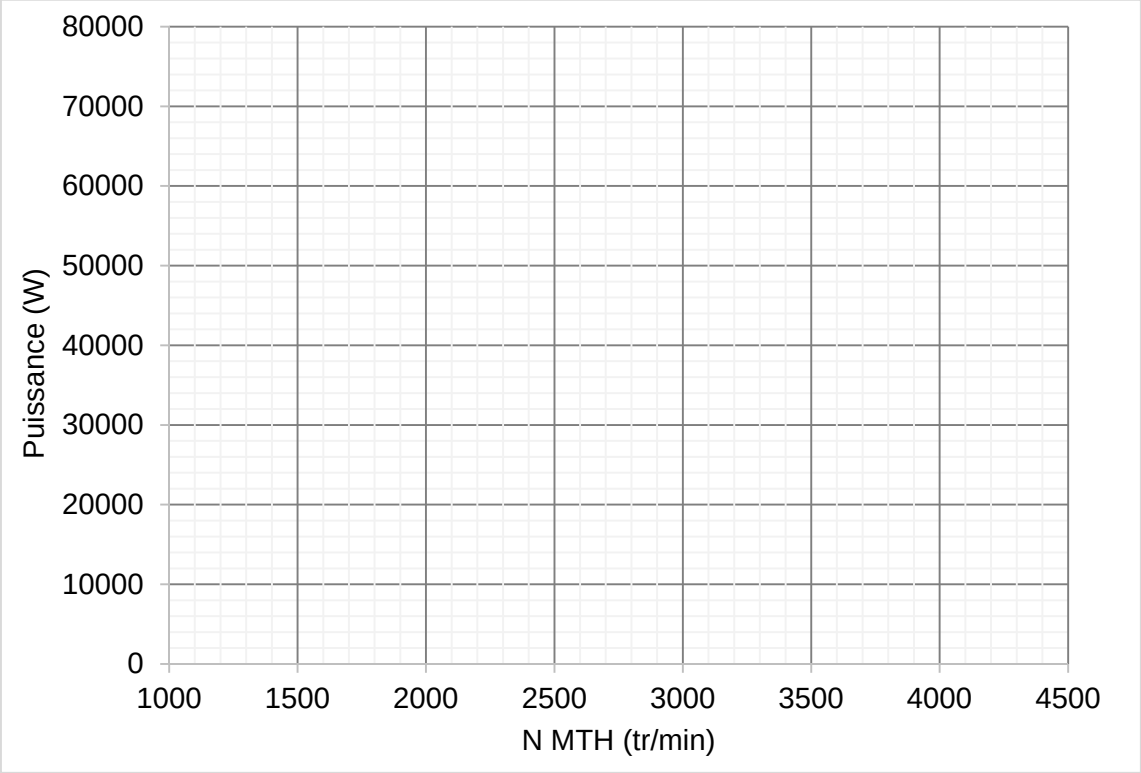

Figure 2 : courbe puissance
2.2 Tracer sur la figure 2 l'allure de la courbe de puissance maximale du moteur thermique pour toute la plage de la vitesse du moteur thermique. Nous vous proposons d'utiliser les points de vitesse suivant : 1250, 1500, 1700, 2850, 3400, 4200 et 4400 tr/min.
2.6 Tracer sur la figure 2 la courbe donnant la puissance mécanique du véhicule en fonction de la vitesse du moteur thermique N_{MTH} (tr/min).
2.7 Déterminer par déduction graphique de la Figure 2 la vitesse maximale du véhicule en km/h